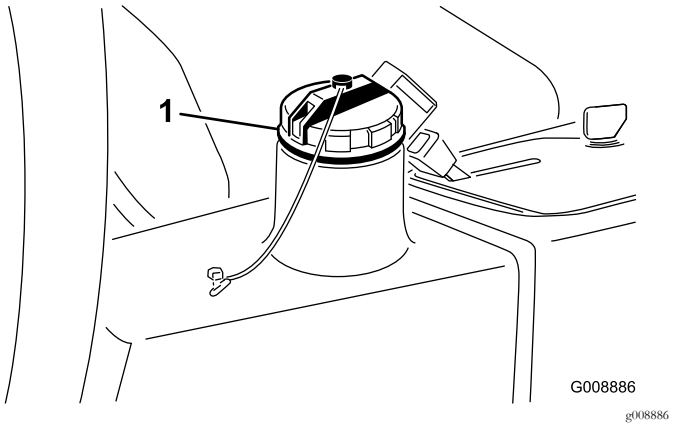

Figur 42
2. Rengør området omkring påfyldningsstudsen og hydrauliktankens dæksel (Figur 42) og fjern dækslet.